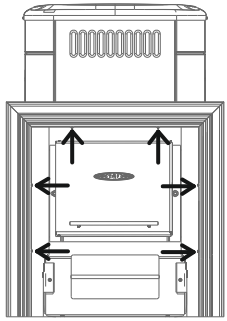

Рисунок 6. Установка рамки топливного канала
1. открутить саморезы 6 шт., которыми прикрепляется рамка к топливному каналу, и снять ее (см. рисунок 6);
При необходимости получения горячей воды за более короткий срок, допускается производить разбор воды до ее попадания в бак. Для этого необходимо присоединить трехходовой кран типа «Т» (7) к трубе горячей линии, между верхним штуцером теплообменника и выносным баком в удобном для вас месте (рисунок 6).